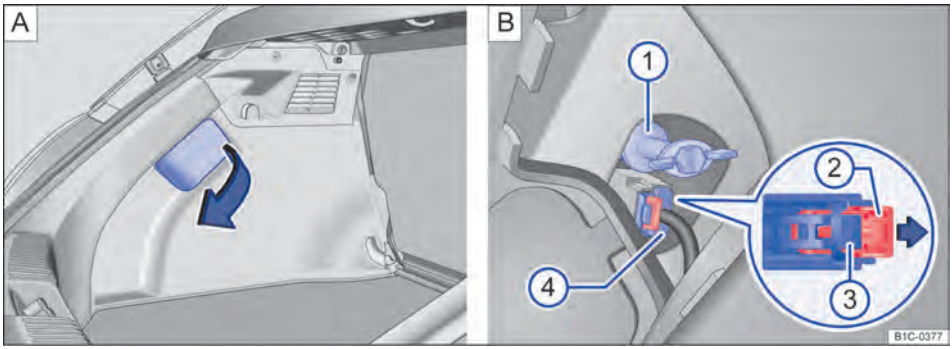

Fig. 193 A: abrir a cobertura do revestimento lateral traseiro no compartimento de bagagem. B: desinstalar a lanterna traseira.
4.	Abrir a abertura do revestimento lateral traseiro ⇒ Fig. 193 **A**.
5.	Puxar a trava vermelha ⇒ Fig. 193 **B** ② no sentido da seta para liberar o bloqueio do conector ⇒ Fig. 193 **B** ④.
6.	Pressionar o travamento do conector ⇒ Fig. 193 **B** ③ e retirar o conector ⇒ Fig. 193 **B** ④.
7.	Desaparafusar o parafuso de fixação da lanterna traseira ⇒ Fig. 193 **B** ① e retirar a lanterna cuidadosamente pra trás da traseira da carroceria.
13.	Segurar a lanterna traseira na posição de montagem com uma das mãos e rosquear o parafuso de fixação com a outra mão ⇒ Fig. 193 **B** ①.
15.	Colocar o conector ⇒ Fig. 193 **B** ④ no suporte das lâmpadas e pressionar a trava vermelha ⇒ Fig. 193 **B** ② no sentido contrário ao da seta.